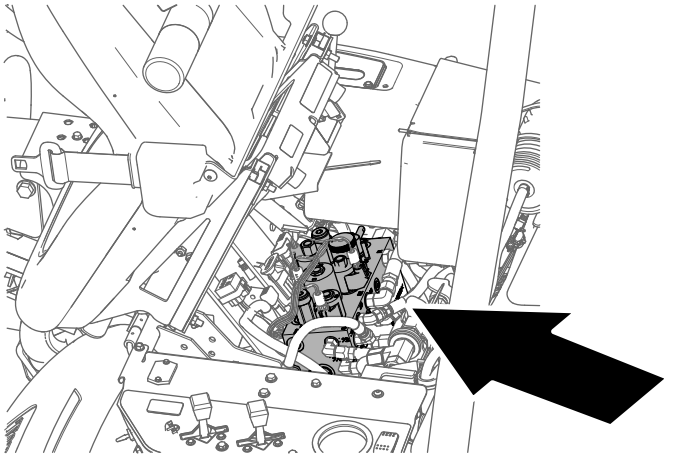

Figur 65
2. Tippa förarsätet framåt och säkra det med stöttan (Figur 65).